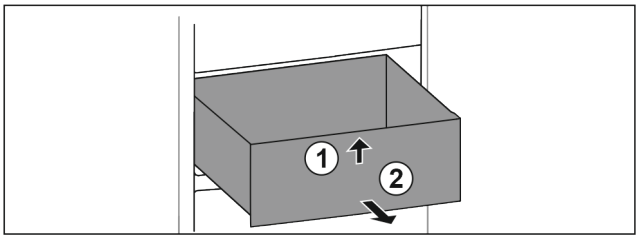

Fig. 118
▶ Lift up drawer at the front. *Fig. 118 (1)*
▶ Remove drawer to the front. *Fig. 118 (2)*